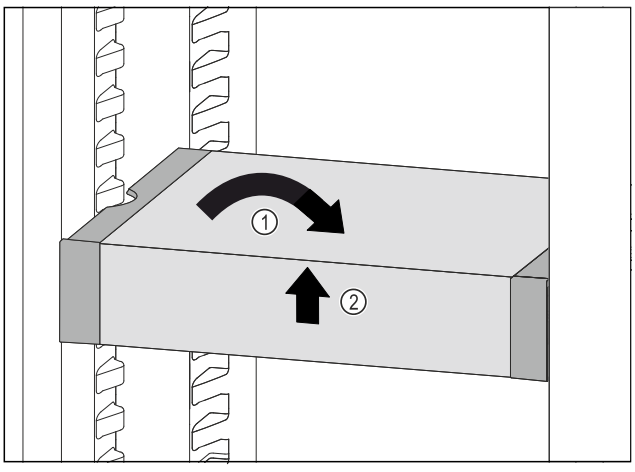

Fig. 152
▶ Poziționați drept VarioSafe. *Fig. 152 (1)*
▶ Ridicați în față VarioSafe. *Fig. 152 (2)*